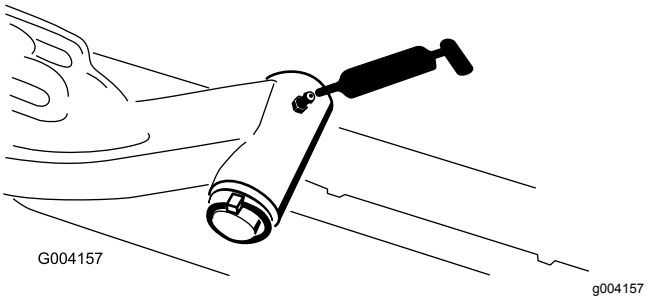

Figur 77
- Lyftarmens svängaxel (1 var) (Figur 77)